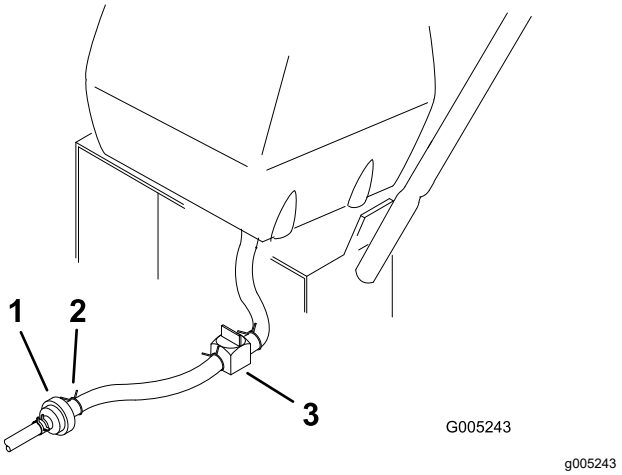

Figuur 23
3. Sluit de brandstofafsluitklep aan de brandstoftank (Figuur 23).
4. Druk de uiteinden van de slangklem naar elkaar toe en schuif de slangklem over de brandstofslang, van het brandstoffilter af (Figuur 23).
5. Trek de brandstofslang van het brandstoffilter (Figuur 23).